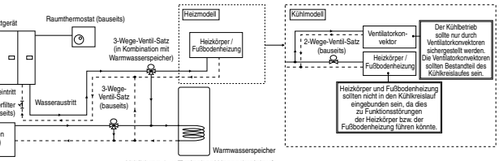

Abbildung 3.1: Typischer Wasserkreislauf
- Zum Anschließen von Heizkörpern, Fußbodenheizung, Warmwasserspeicher, Solarstation, 3-Wege-Ventil usw. siehe Abbildung 3.1. Ein fehlerhafter Anschluss der Rohrleitungen kann zu Fehlfunktionen des Geräts führen.